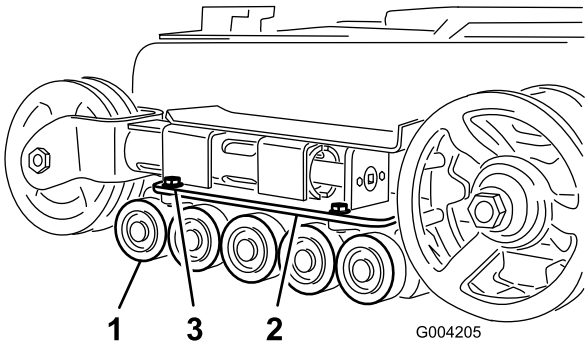

Figur 44
2. Ta bort de fyra bultarna som fäster varje nedre larvbandsstyrning som innehåller väghjulen, och ta bort hjulen (Figur 44).